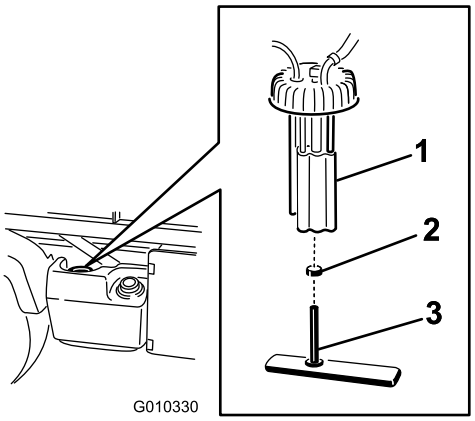

Figur 44
2. Koble ledningsfastspennerne fra drivstoffpumpen (Figur 44).
3. Løsne slangeklemmen og koble drivstoffslangen fra drivstoffpumpelokket (Figur 44).
4. Skru drivstoffpumpelokket fra toppen av drivstofftanken (Figur 44).
5. Fjern drivstoffpumpeenheten og drivstoffilteret fra tanken (Figur 44.
6. Fjern klemmen som fester drivstoffilterslangen til drivstoffpumpenippelen. Fjern slangen fra nippelen (Figur 44).